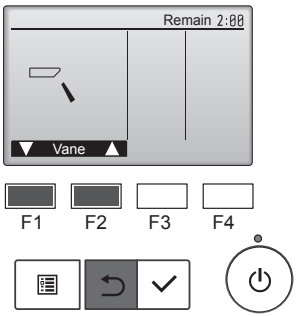

Fig. 7-6
① F1 F2 düğmeleri ile otomatik kanatçığı kontrol edin. (Fig. 7-6)
② ⮌ düğmesine basarak “Test run” (Test çalıştırma) işlem ekranına dönün.
③ ⏻ düğmesine basın.